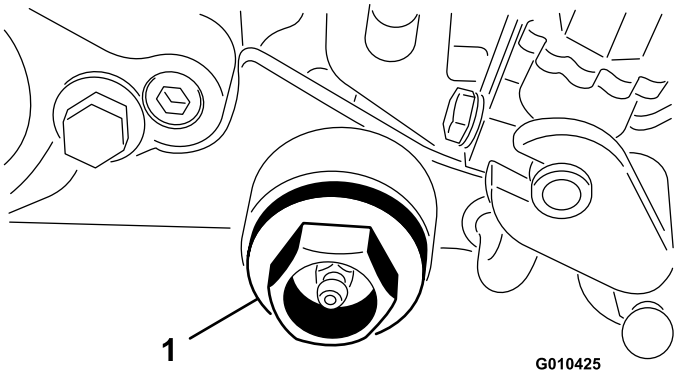

Bild 11
14. Drehen Sie den Abdeckstöpsel in das Groomergehäuse (Bild 11).